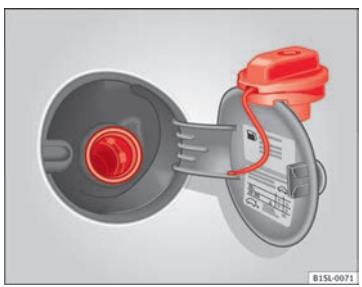

Fig. 110 Trappe à carburant ouverte avec bouchon de réservoir accroché.
- Retirez le bouchon du réservoir en le tournant dans le sens contraire des aiguilles d'une montre et fixez-le sur le bord supérieur de la trappe à carburant ⇒ fig. 110.